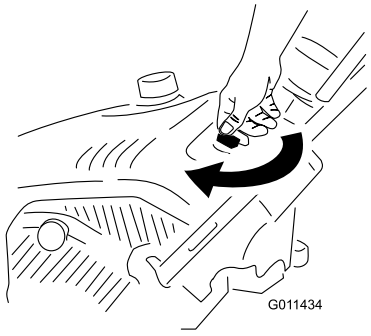

Figur 13
1. Vri tenningsnøkkelen med urviseren til på-stilling (Figur 13).